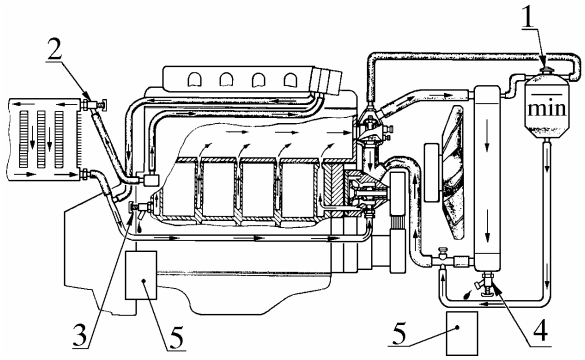

Рис. 9. Слив охлаждающей жидкости из системы охлаждения двигателя:
4.7.1. Снять пробку 1 (рис. 9) расширительного бачка системы охлаждения двигателя, открыть краник 2 отопителя, слить охлаждающую жидкость, открыв краник 3 сливной блока цилиндров и краник 4 сливной радиатора